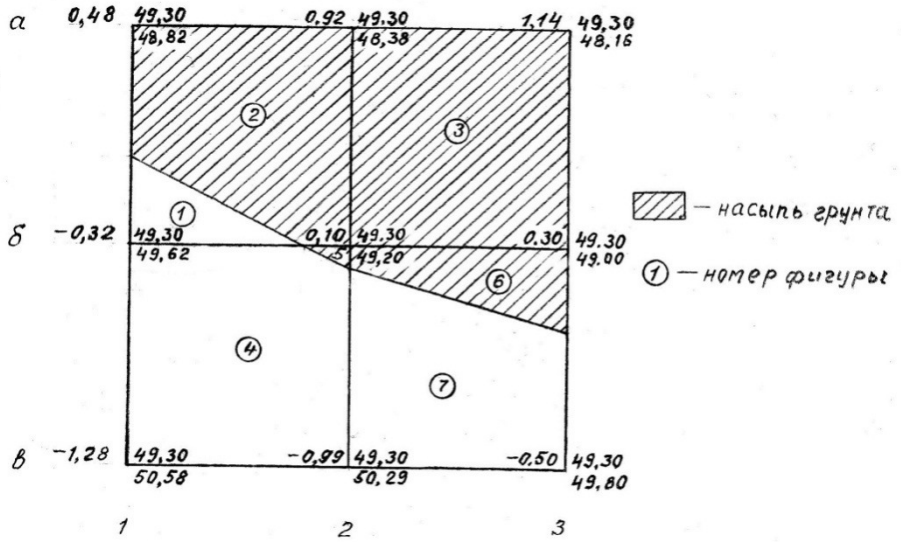

Рисунок 38.
*1. Вычисление планировочной отметки площадки.* Исходными данными для составления картограммы земляных работ являются отметки земли, которые подписывают под горизонтальной стороной квадрата справа от вершины (Рисунок 38).
Планировочную отметку (красную) подписывают над чёрной отметкой в вершине квадрата (Рисунок 38).
и выписывают их на картограмму земляных работ слева от планировочной отметки над горизонтальной стороной квадрата синим цветом (Рисунок 38).